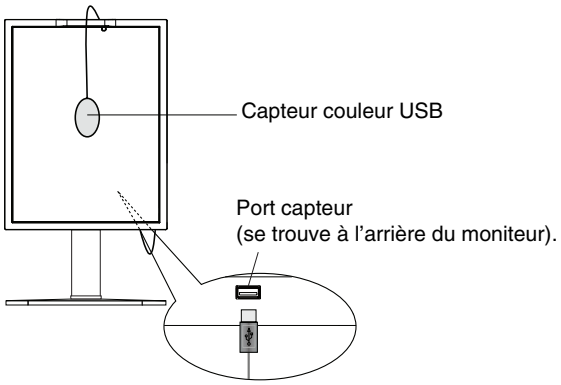
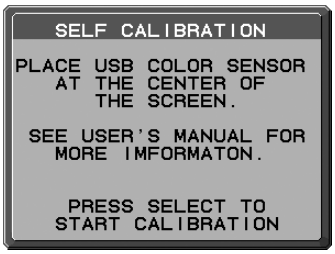

Figure S.1
Figure S.3
1. Pour afficher le menu CALIBRAGE, branchez le capteur couleur USB au port capteur (**Figure S.1**) ou sélectionnez CALIBRAGE AUTOMATIQUE dans le menu avancé (page 22).
4. Lors de la procédure, on vous demandera de placer le capteur de couleur USB au centre du panneau d'affichage (**Figure S.3**). Inclinez le panneau d'affichage d'environ 5° vers l'arrière et placez le capteur couleur USB au centre du panneau d'affichage (**Figure S.1**).